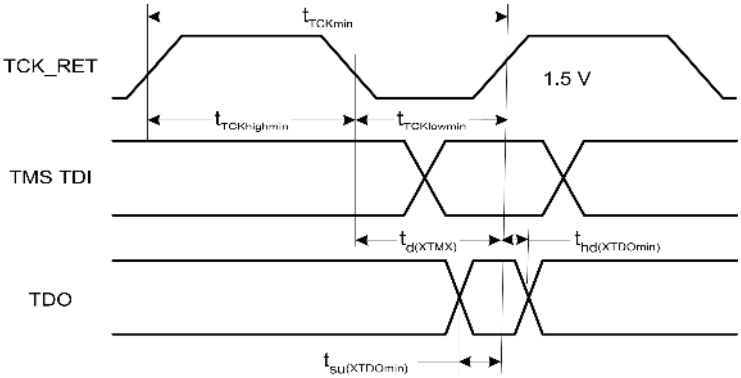

Figure 3-6. Signal Timings for the Emulator
Figure 3-6 shows the clock signal timings for the emulator. Table 4 defines the timing parameters for the emulator. The timing parameters are for reference only, Sauris GmbH has not tested them and doesn't guarantee their coincidence with the given in the table. The emulator pod uses TCK_RET as its clock source for internal synchronization. TCK can also be used as an optional test clock source for the target system.
- **No signal buffering.** As shown in figure 3-6, the distance between the header and the target device does not exceed 15 cm.